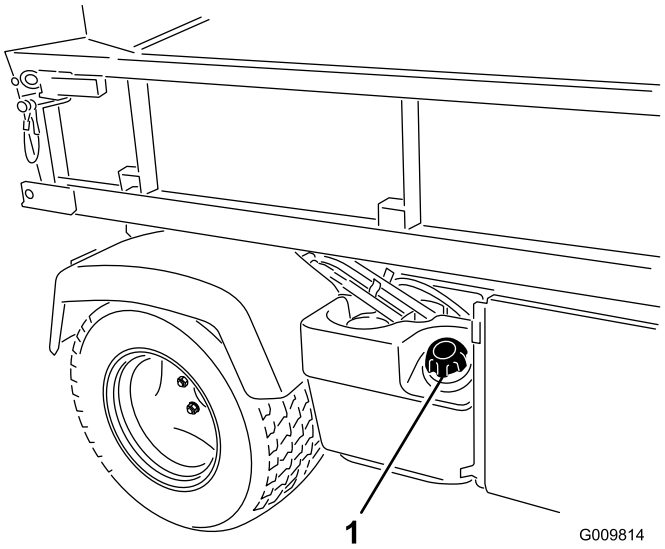

Figuur 16
2. Verwijder de dop van de brandstoftank (Figuur 16).